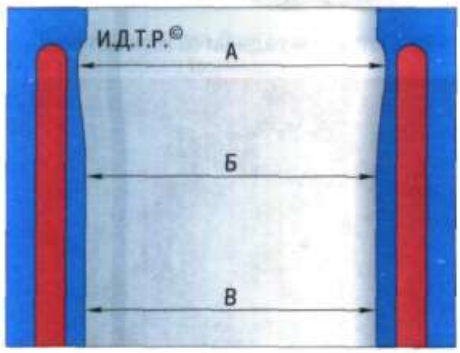

Рис. 5.11. Схема измерения цилиндров: А – пояс наибольшего износа; Б – зона измерения после растачивания и хонингования; В – пояс наименьшего износа
3. Определите нутромером фактические диаметры цилиндров. Диаметр цилиндра измеряйте в трех поясах (рис. 5.11). В каждом поясе диаметр измеряют в двух взаимно перпендикулярных направлениях (продольном и поперечном). В зоне над поясом **А** (на расстоянии 5 мм от плоскости разъема с головкой блока) цилиндры практически не изнашиваются. По разнице размеров в этой зоне и в остальных поясах можно судить об износе цилиндров. Номинальный размер цилиндра 76,495–76,505 мм, овальность и конусность не должны превышать 0,0065 мм. Если максимальное значение износа больше 0,15 мм или овальность превышает указанное значение, расточите цилиндры до ближайшего ремонтного размера поршней (увеличенного на 0,25 или 0,50 мм), оставив припуск 0,03 мм на диаметр под хонингование. Затем отхонингуйте цилиндры, выдерживая такой диаметр, чтобы при установке выбранного ремонтного поршня расчетный зазор между ним и цилиндром был 0,03 мм. Дефектовку, расточку и хонингование блока проводите в мастерских, располагающих специальным оборудованием.